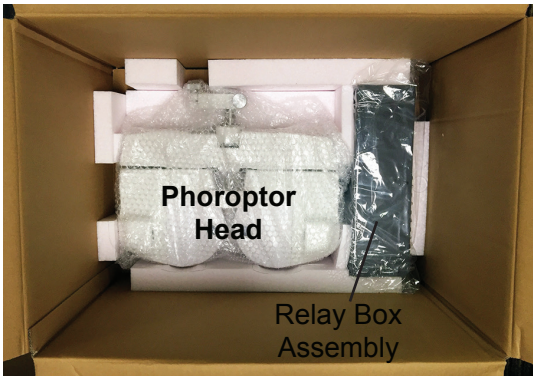

Figure IS-06 Phoroptor and Relay Box Assembly
10. Remove the Phoroptor Head (wrapped in plastic bubble). Refer to Figure IS-06.